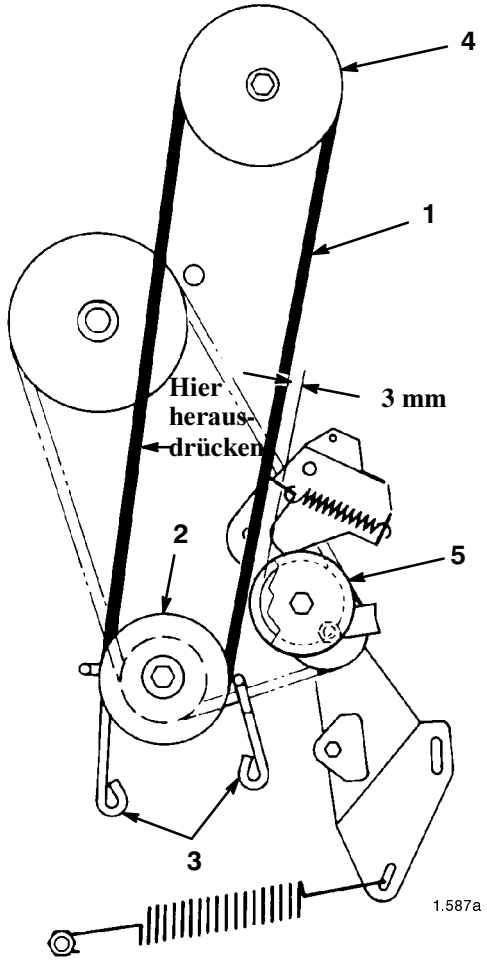

Bild 27
7. Lockern Sie die Befestigungsschrauben, mit denen die Riemenscheibenführungen des Motors abgesichert werden und bewegen die Führungen von der Scheibe weg. Entfernen Sie den Schneidwerkriemen von der Motorscheibe (Bild 27).
12. Drücken Sie den Riemen nach außen, siehe Bild 27und kontrollieren den Abstand zwischen der Außenseite des Riemens und der Innenseite der Spannscheibe (Bild 27). Der Abstand muss mindestens 3 mm sein.